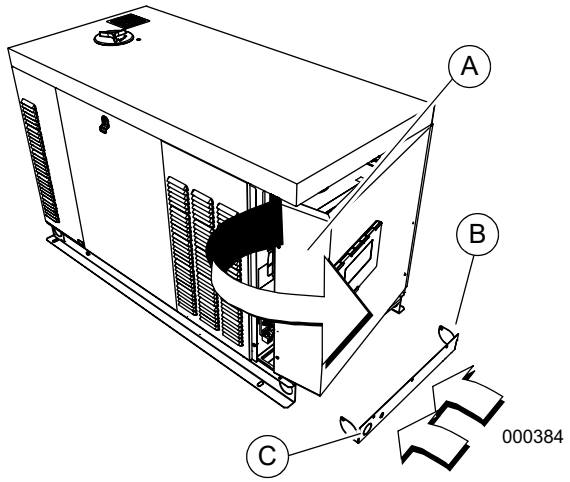

Figure 5-2. Remove Rear Panel and Stub-Up Cover
1. See *Figure 5-2*. Remove six screws with nylon washers to release rear panel (A) from enclosure. For best results, rotate left side of panel outward away from enclosure before disengaging right side.
NOTE: See ***Figure 5-2***. Remove knockout plug and route accessory wiring to customer supplied weatherproof junction box. Verify wires do not contact moving or vibrating engine parts, as abraded wires can result in electrical problems.